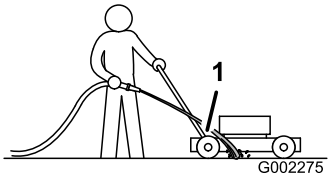

Figur 43
3. Hold den rennende hageslangen på håndtaksnivå og led vannet til å strømme på bakken rett foran det høyre bakhjulet (Figur 43).